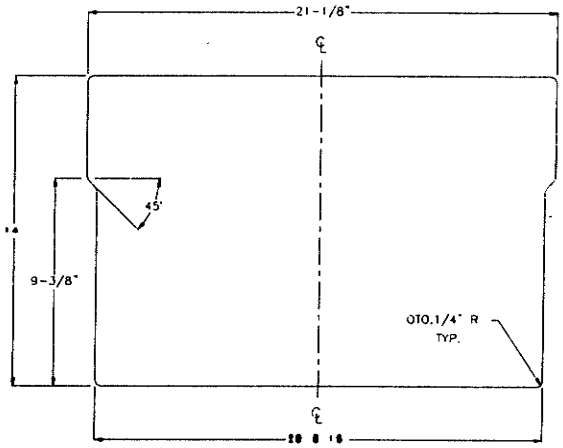

Figure 2.1 - Dimensions of Panel Cut-Out
a. Mount the analyzer in a panel up to 1/2-inch thick. The dimensions for the cutout are shown in Figure 2.1.